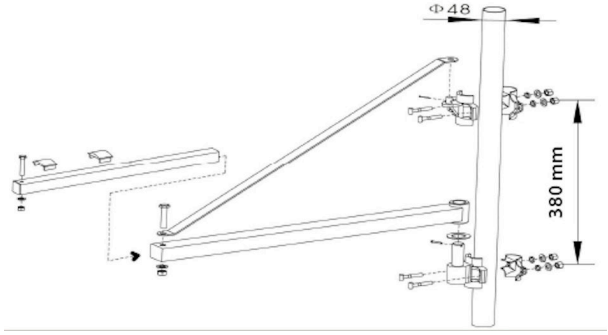

Fig.3
1) Installare la barra aggiuntiva di estensione, come illustrato nella Fig.3.